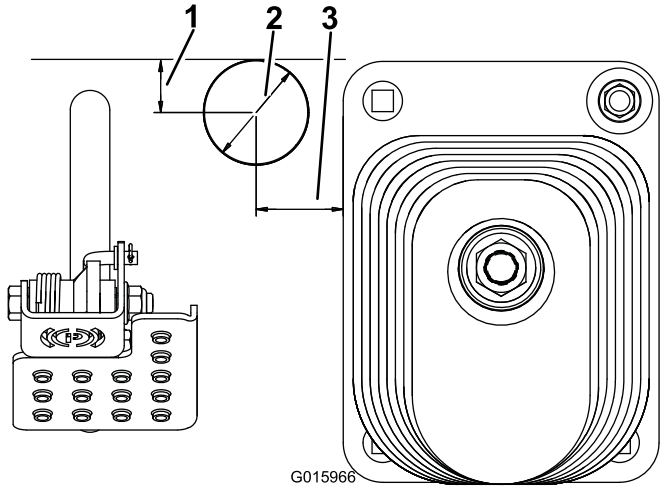

Figura 4
2. Utilizando as dimensões mostradas em Figura 4, localize, marque e faça um furo de 51 mm de diâmetro na placa do piso.